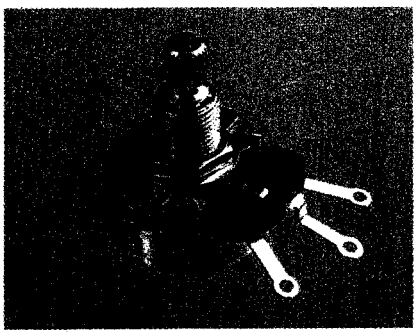

Figure 1-46
- Potentiometer, 2KΩ linear. Quantity: 2. (See Figure 1-46.) Full-sized potentiometers that look like this are becoming less common, as miniature versions are taking their place. I'd like you to use a large one, though, because it's so much easier to work with.